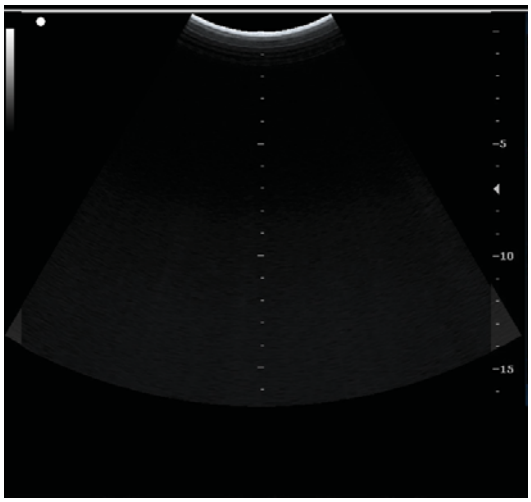

Figure 10-3 Lithotripsy guide line screen
2. In the active imaging mode, press **F1** key to enable Lithotripsy guide line, which is displayed in the middle of imaging area, as shown in Figure 10-3.